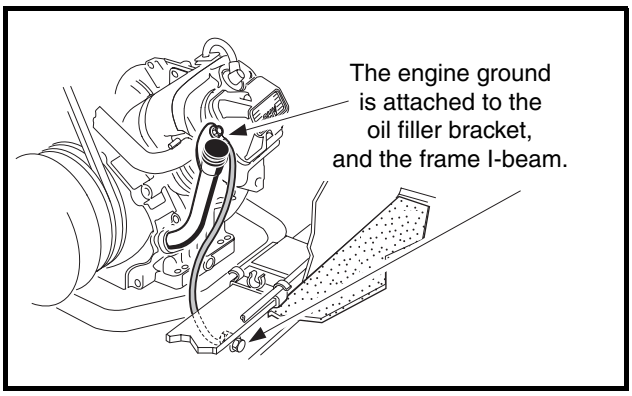

Figure 11-11 Engine Ground Cable Test
3.1. Place the red (+) probe of the multimeter on the ground cable terminal end located on the oil filler bracket on the engine **(Figure 11-11, Page 11-18)**. Place the black (–) probe on the vehicle frame. The reading should be continuity. If the reading is incorrect, clean and tighten cable connections. If the connections are good and the reading is incorrect, repair or replace the cable.